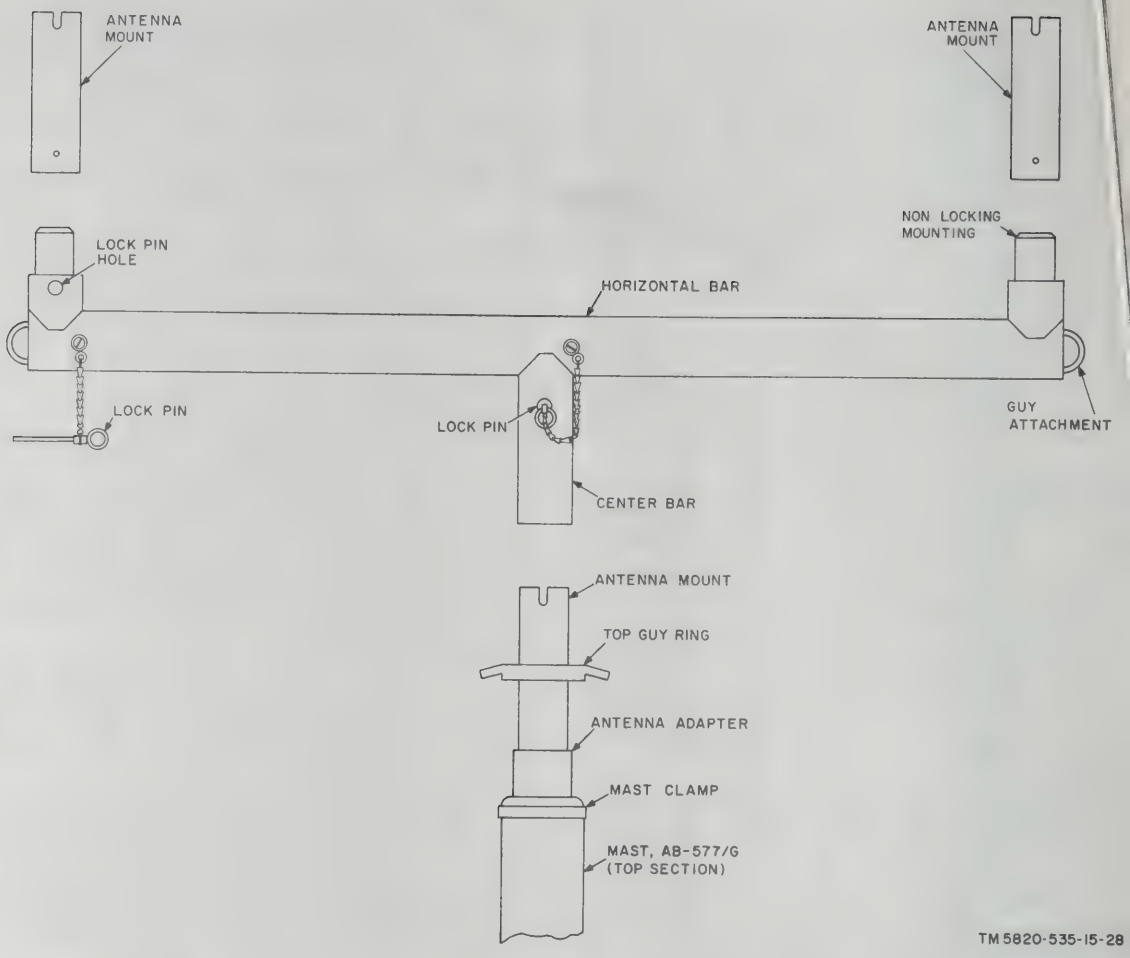

Figure 2–5. Assembly of Support, Antenna AB–957/GRC on Mast AB–577/GRC.
(1) Raise the launcher to the vertical position (fig. 2–6). The launcher will stand unsupported if the base is level. Attach the loose launcher guy to the first guy anchor (GP–113/G).